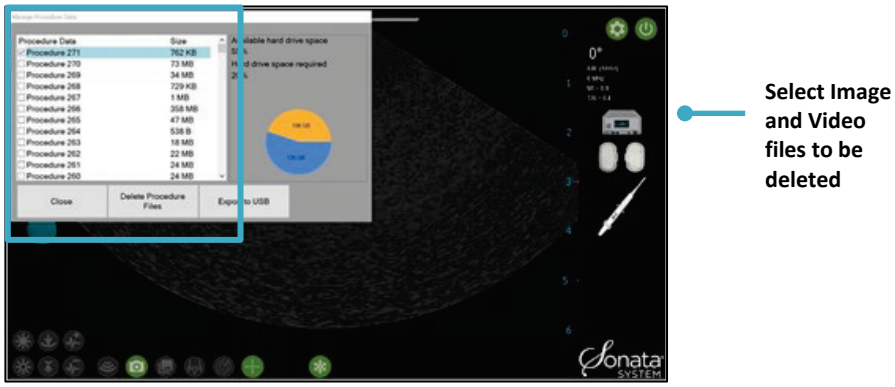

Figure 6-22. Select files then click the “Delete Procedure Files” button to remove image files from system.
- Select the file(s) to delete in the pane on the right side of the Procedure Explorer window, see Figure 6-22.
- Click the “Delete Procedure Files” button, see Figure 6-22.